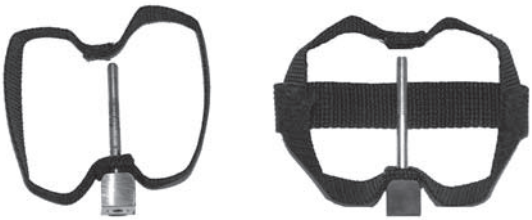

Rys. 22. Klipsy do łączenia magazynków
1. Odkręcić nakrętkę łącznika magazynków na pasie dolnym i górnym, pozostawiając tuleję łącznika magazynków razem ze śrubą (rys. 22).